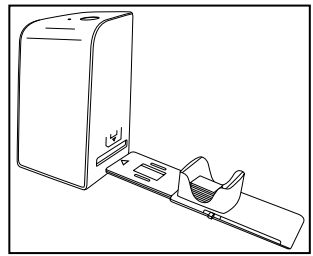

Figura 2
- Introduza os diapositivos, no lado correto, no compartimento do carregador de diapositivos ❻ previsto para tal. É possível colocar aprox. 10-12 diapositivos (consoante o tamanho) no carregador de diapositivos.
- Introduza primeiro o carregador de diapositivos ❻ com a janela de visualização na abertura direita ❹. Ao fazê-lo, verifique se a marcação triangular está virada para a frente e visível (ver figura 2).